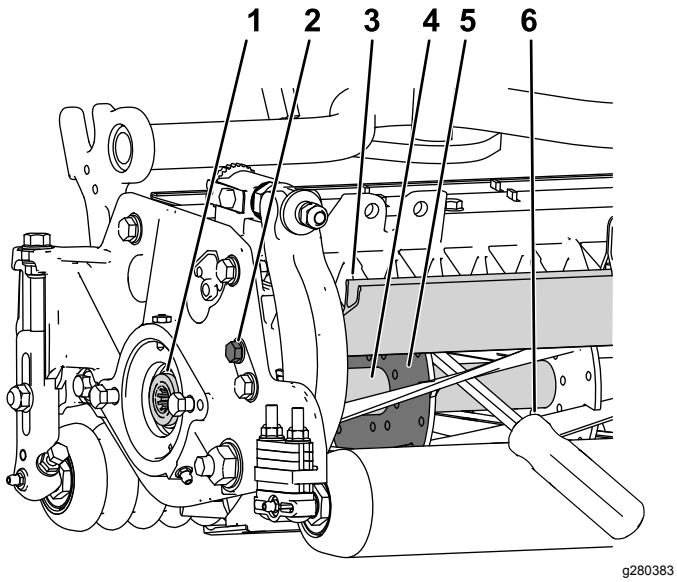

Figure 30
1. Desserrez le boulon du déflecteur sur le côté gauche de l'unité de coupe et levez le déflecteur arrière (Figure 30).
2. Insérez un levier à long manche (⅜" x 12" avec manche de tournevis) à l'arrière du cylindre de coupe, du côté le plus proche de l'unité de coupe que vous allez serrer (Figure 30).
3. Placez le levier contre le côté soudé de la plaque de support du cylindre (Figure 30).